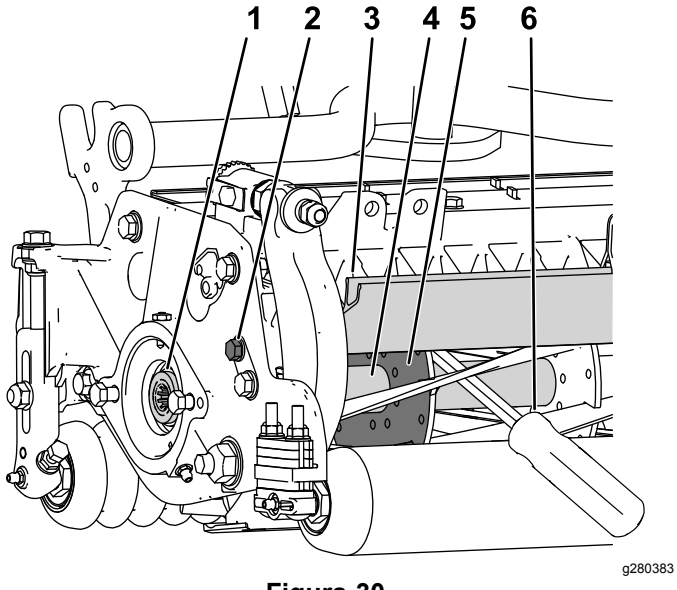

Figura 30
1. Allentate il bullone del deflettore sul lato sinistro dell'apparato di taglio e sollevate il deflettore posteriore (Figura 30).
2. Inserite un piede di porco con manico lungo (⅜" x 12" raccomandato con manico a cacciavite) attraverso la parte posteriore del cilindro di taglio, più vicino al lato dell'apparato di taglio da serrare (Figura 30).
3. Posizionate il piede di porco contro il lato di saldatura della piastra di supporto del cilindro (Figura 30).